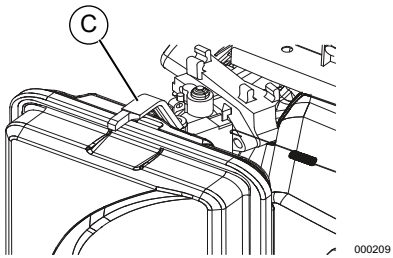

Figura 3-3. Posición de cebado
5. Mueva el cebador (C) a la izquierda hasta la posición Full CHOKE (Cebado completo). Consulte la ***Figura 3-3***.